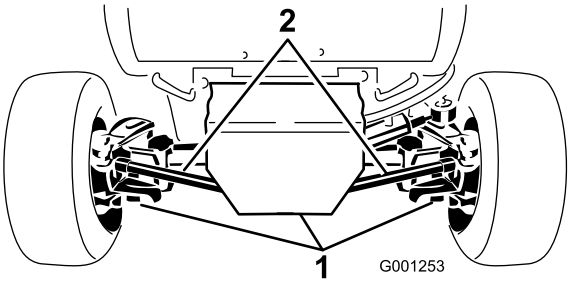

**Figur 53**
2. Rengør området rundt om de 3 aftapningspropper, 1 på hver ende og 1 i midten (Figur 53).